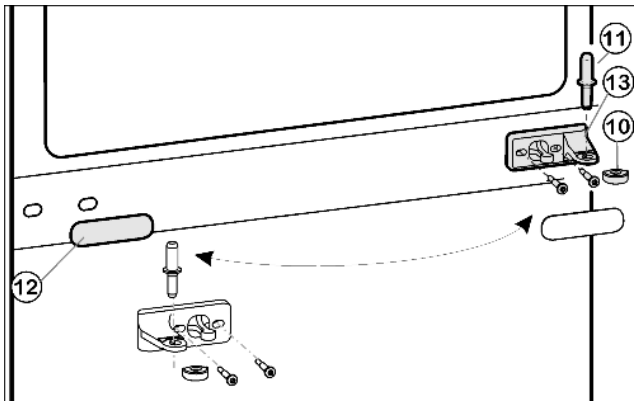
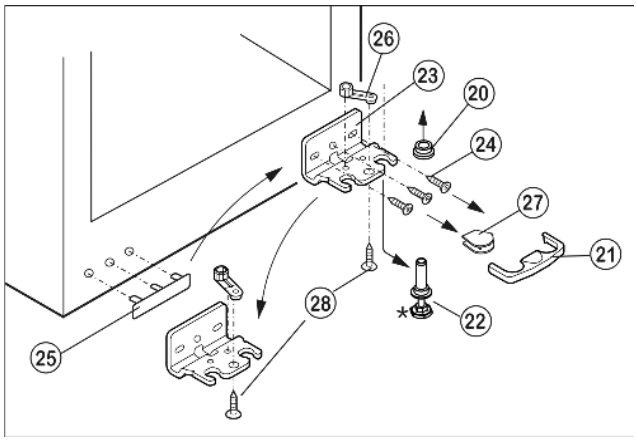

Fig. 5
Fig. 6
▶ Remove the center bearing pin *Fig. 5 (11)* from the bearing bracket and the lower door.
▶ Remove the plastic cap *Fig. 5 (10)*.
▶ Detach the center bearing bracket *Fig. 5 (13)*.
- ▶ Carefully remove the cover trim *Fig. 5 (12)*.
- ▶ Turn the center bearing bracket *Fig. 5 (13)* 180° and secure **tightly (to 4 Nm)** on the new hinge side.
- ▶ Turn the cover trim *Fig. 5 (12)* 180° and snap it back into place on the new handle side.
- ▶ Pull the locking device *Fig. 6 (21)* forward and off.
- ▶ Remove the cover *Fig. 6 (27)*.*
- ▶ Screw in the adjustable foot *Fig. 6 (22)* completely.
- ▶ Pull the bearing bracket *Fig. 6 (22)* downward and forward. Take care with the hinge bush *Fig. 6 (20)* when doing so.
- ▶ Unscrew the bearing bracket *Fig. 6 (23)* abschrauben (three Torx 25 screws) *Fig. 6 (24)*.
- ▶ Unscrew the bearing part *Fig. 6 (26)*(one Torx 25 screw) *Fig. 6 (28)*, swap it over to the opposite positioning hole, then secure it again with a screw.
- ▶ Carefully lift off the cover *Fig. 6 (25)* on the handle side and swap it over.
- ▶ Using a cordless screwdriver if necessary, again secure the bearing bracket *Fig. 6 (23)* on the new hinge side **tightly (to 4 Nm)**.
- ▶ Position the cover *Fig. 6 (27)* on the opposite side.*
- ▶ Place the hinge bush *Fig. 6 (20)* in position.
- ▶ Position the lower door from above onto the bearing pins below *Fig. 6 (22)*.
- ▶ Place the plastic cap *Fig. 5 (10)* back onto the center bearing bracket *Fig. 5 (13)*.
- ▶ Insert the center bearing pin *Fig. 5 (11)* on the new hinge side through the center bearing bracket *Fig. 5 (13)* into the lower door.
- ▶ Place the upper door on the center bearing pin *Fig. 5 (11)*.
- ▶ Align the doors flush with the appliance housing, using the two oblong holes in the lower bearing bracket *Fig. 6 (23)* and in the center bearing bracket *Fig. 5 (13)* as a guide, if needed. To do so, unscrew the center screw on the lower part of the bearing bracket *Fig. 6 (23)*.